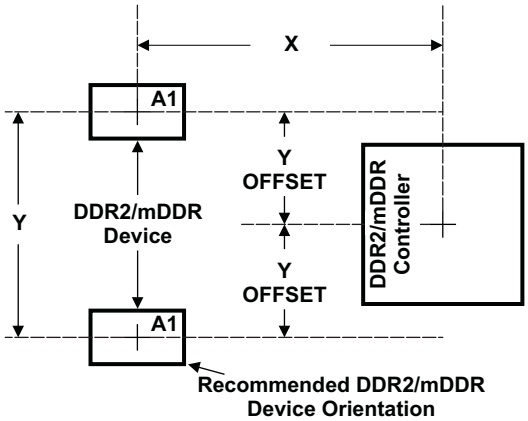

Figure 6-18. Device and DDR2/mDDR Device Placement
Figure 6-17 shows the required placement for the device as well as the DDR2/mDDR devices. The dimensions for Figure 6-18 are defined in Table 6-28. The placement does not restrict the side of the PCB that the devices are mounted on. The ultimate purpose of the placement is to limit the maximum trace lengths and allow for proper routing space. For single-memory DDR2/mDDR systems, the second DDR2/mDDR device is omitted from the placement.
(1) See Figure 6-18 for dimension definitions.
(2) Measurements from center of device to center of DDR2/mDDR device.
(3) For single memory systems it is recommended that Y Offset be as small as possible.
(4) Non-DDR2/mDDR signals allowed within DDR2/mDDR keepout region provided they are separated from DDR2/mDDR routing layers by a ground plane.
(5) w = PCB trace width as defined in Table 6-27.